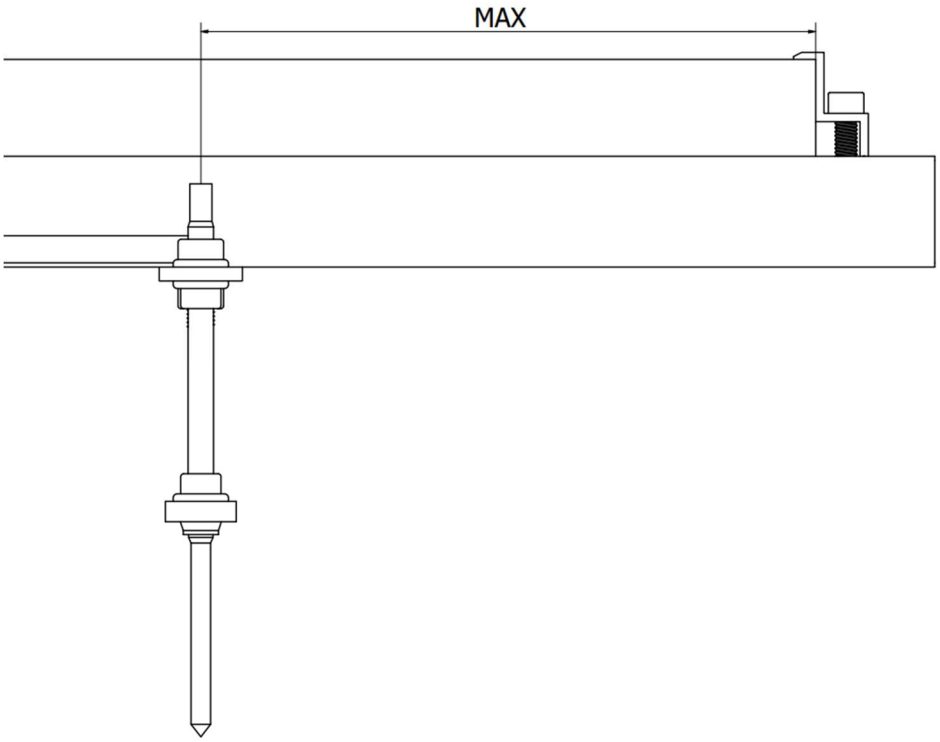

Rys. 5 Oznaczona przykładowa maksymalna długość wystającego modułu poza skrajny punkt montażowy - wymiary podano w tabeli 3
5. Maksymalna długość modułu wystającego poza skrajny punkt mocowania – rys.5 oraz tabela 3.